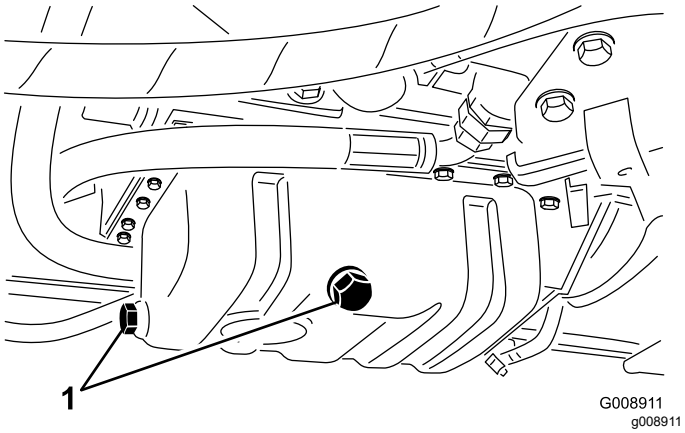

Figuur 63
3. Verwijder één van de aftappluggen (Figuur 63) en laat de olie in een opvangbak lopen. Als er geen olie meer uit stroomt, plaatst u de aftapplug terug.